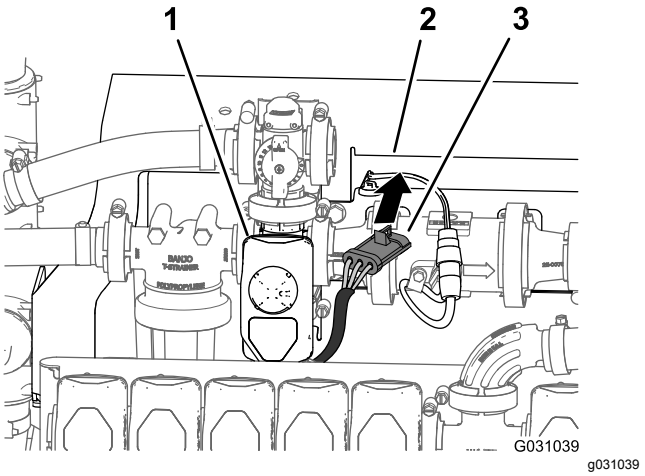

**Figur 129**
5. Før konnektoren med 3 ben til omrøringsventilen frem foran manifoldbeslaget (Figur 129).